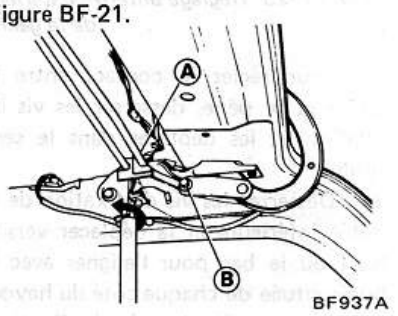

Fig. BF-21 Dépose de la barre de torsion du hayon
4. Déposer la barre de torsion à l'aide d'un tube convenable. Voir la Figure BF-21.
Remarque: En cas de grincement, appliquer une couche de graisse aux points A et B. Voir Figure BF-21.